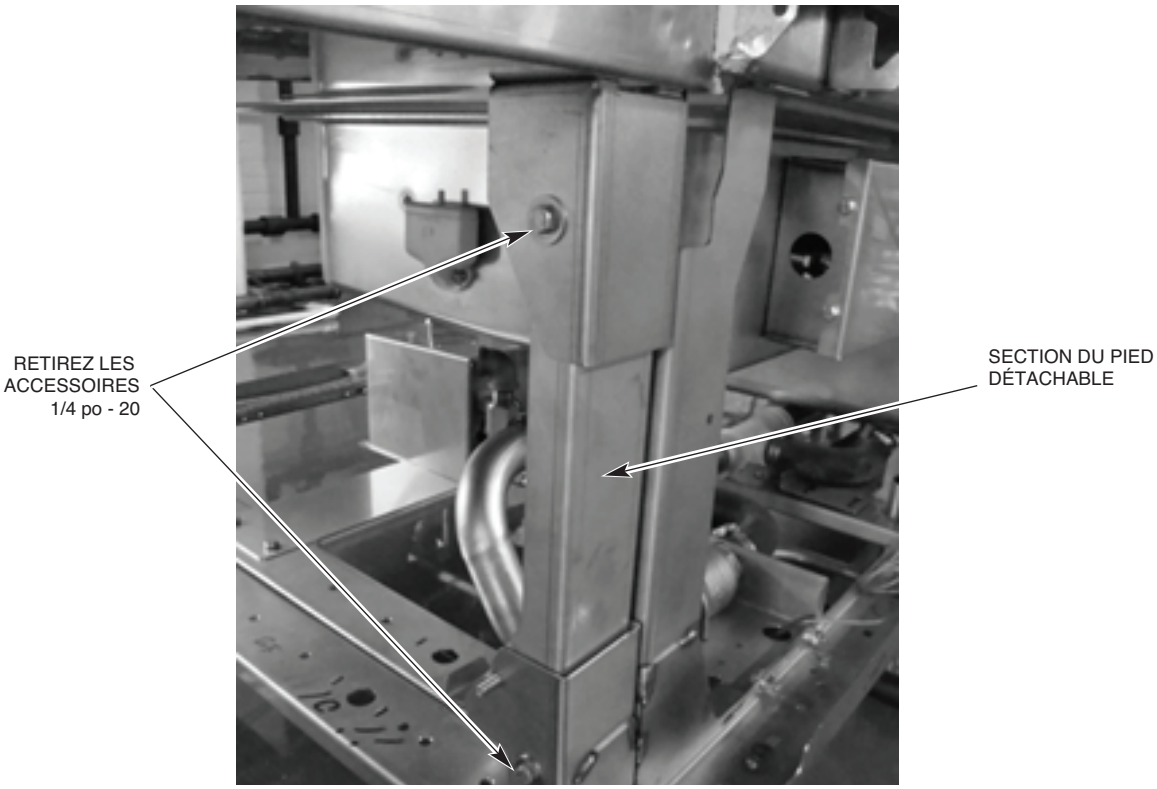

Fig. 6
2. Retirez la pièce de pied détachable de la patte avant de la section de déchargement où le poste de commande sera installé. Ceci permet aux câbles quis sont préinstallés dans le poste de commande d'être acheminé dans l'assemblage du pied (Fig. 6).